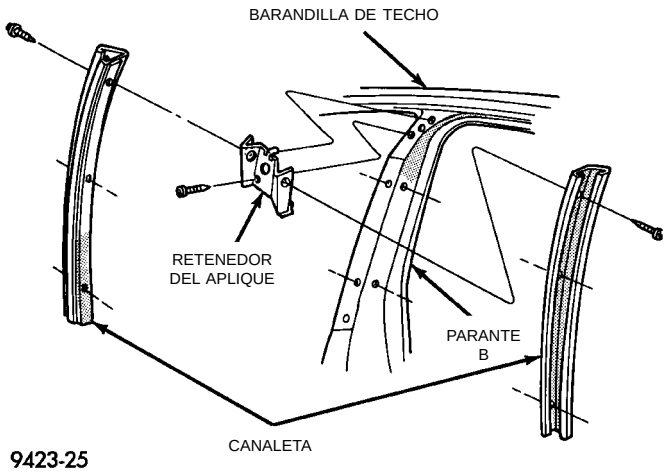

Fig. 44 Canaleta del burlete del parante B
(1) Retire el aplique del parante B.
(2) Retire los sujetadores de presión que fijan el burlete al parante B.
(3) Extraiga el burlete de las canaletas del parante B.
(4) Retire los tornillos que fijan las canaletas al parante B (Fig. 44).
(5) Separe las canaletas del parante B.